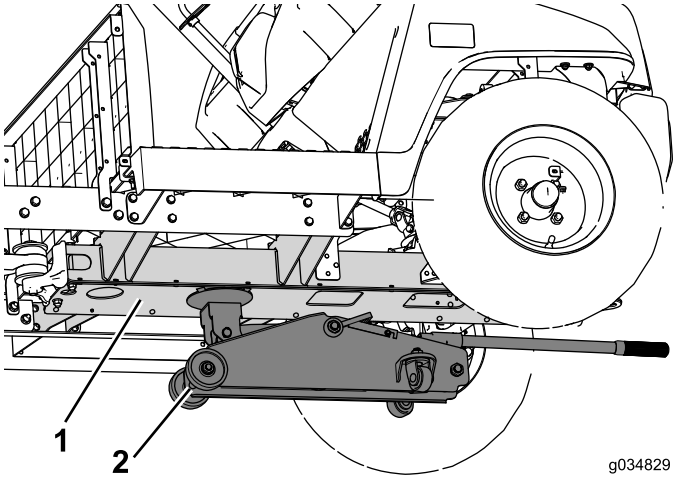

Figure 63
2. Use a floor jack under the center channel to support the front of the machine (Figure 63).